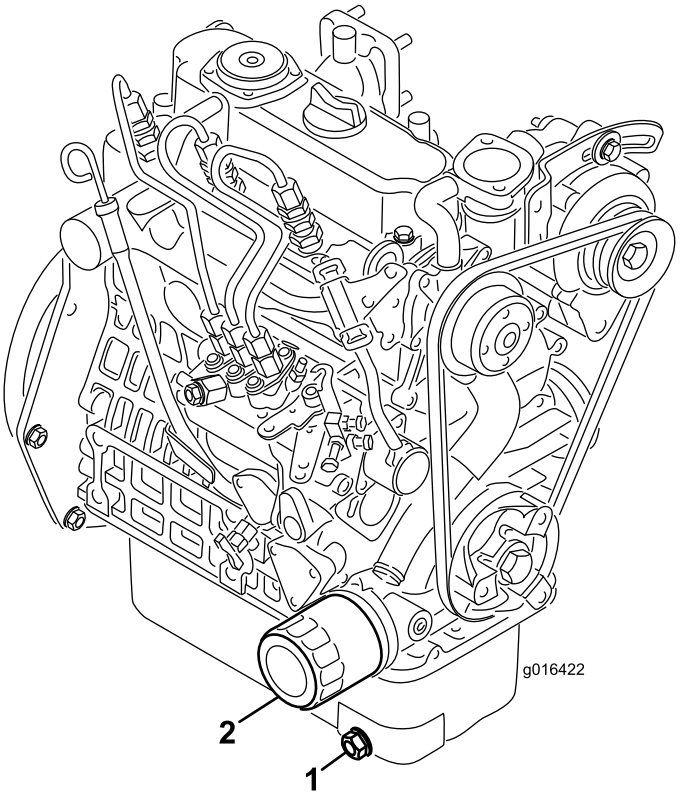

Figur 39
1. Fjern aftapningsproppen (Figur 39), og lad olien flyde over i aftapningsbeholderen. Monter aftapningsproppen igen, når olien holder op med at løbe.